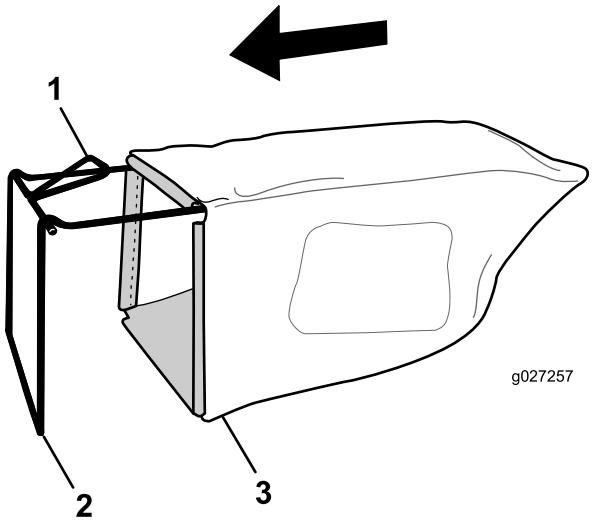

Figur 9
1. För gräsuppsamlaren över ramen i enlighet med Figur 9.
Obs: För inte uppsamlaren över handtaget (Figur 9).